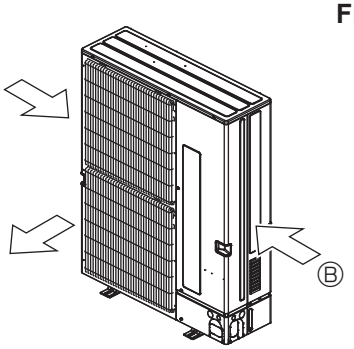

Fig. 2-4
③ Placer l'appareil de sorte que la sortie d'air dans la direction perpendiculaire à celle des vents saisonniers, si celle-ci est connue. (Fig. 2-4)